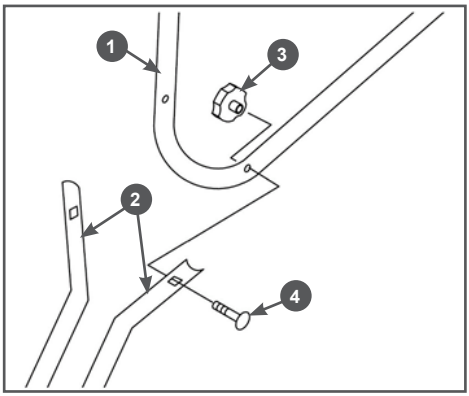

Рис. 7 Установка рабочих рукояток
6. Установите на стойки 2 рабочие рукоятки 1 (Рис 7). Совместите отверстия в стойках 2 и рукоятках 1, вставьте в отверстия болты 4 и закрутите барашковые гайки 3 (Рис. 7).